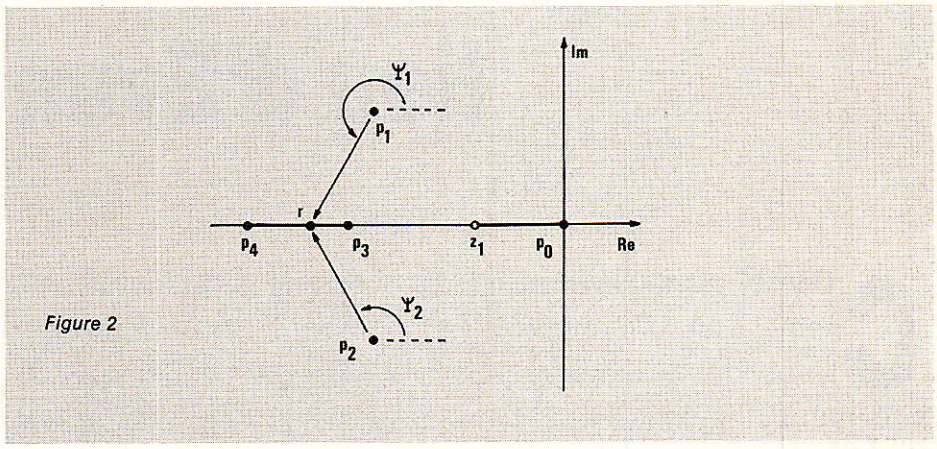
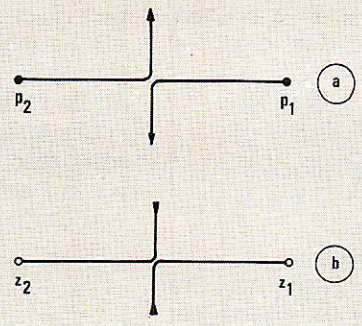

Figure 2
Figure 4
Lorsque les racines sont complexes, elles sont deux à deux imaginaires conjuguées, et, dans l'expression (4), leurs arguments s'annulent. Les pôles et les zéros situés sur l'axe réel, doivent alors introduire un déphasage de π (**figure 2**). Par conséquent :
Dans la figure 2, c'est le cas des segments p_0 z_1 (un pôle p_0 laissé à droite) et p_3 p_4 (deux pôles p_0, p_3 et un zéro z_1 laissés à droite).
Revenons à l'exemple de la figure 2, où deux pôles, p_3 et p_4, se suivent sur l'axe des réels, sans interposition de zéro. D'après l'affirmation du paragraphe précédent, le segment p_3 p_4 ne peut constituer une portion du lieu d'Evans. Il existe alors, entre ces deux pôles (comme entre deux zéros voisins), un point de cassure : les deux racines réelles de l'équation caractéristique s'y réunissent en une seule, avant de se séparer en deux racines imaginaires conjuguées. Les **figures 4 a et 4 b**, où les flèches symbolisent le sens des k croissants, illustrent ce comportement.